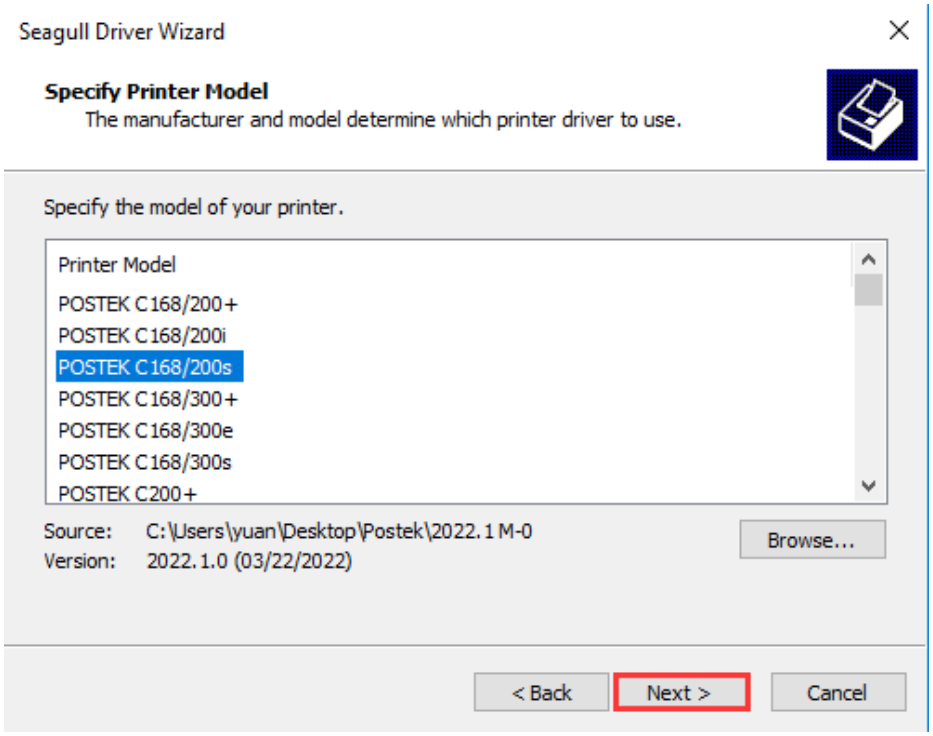

Figure 2-43 Specify Printer Model Screen
4. The "Specify Printer Model" screen displays, select the printer model (POSTEK C168/200s for example), and click "Next", as shown in Figure 2-43.